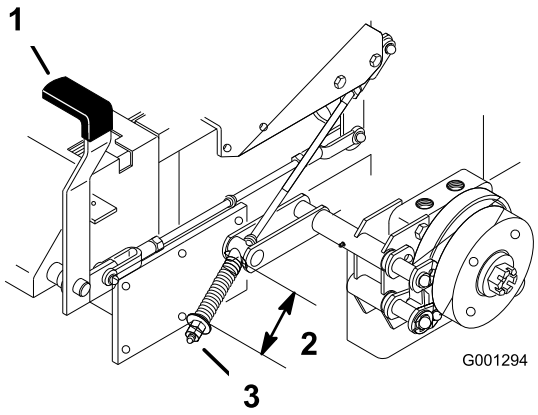

Figura 57
2. Mida la longitud del muelle. La medida debe ser de 64 mm entre las arandelas (Figura 57).
3. Si es necesario un ajuste, quite el freno de estacionamiento, afloje la contratuerca que está debajo del muelle y ajuste la tuerca que está directamente debajo del muelle (Figura 57). Gire la tuerca hasta obtener la medida correcta. Gire la tuerca en el sentido de las agujas del reloj para acortar el muelle y en el sentido contrario a las agujas del reloj para alargar el muelle.